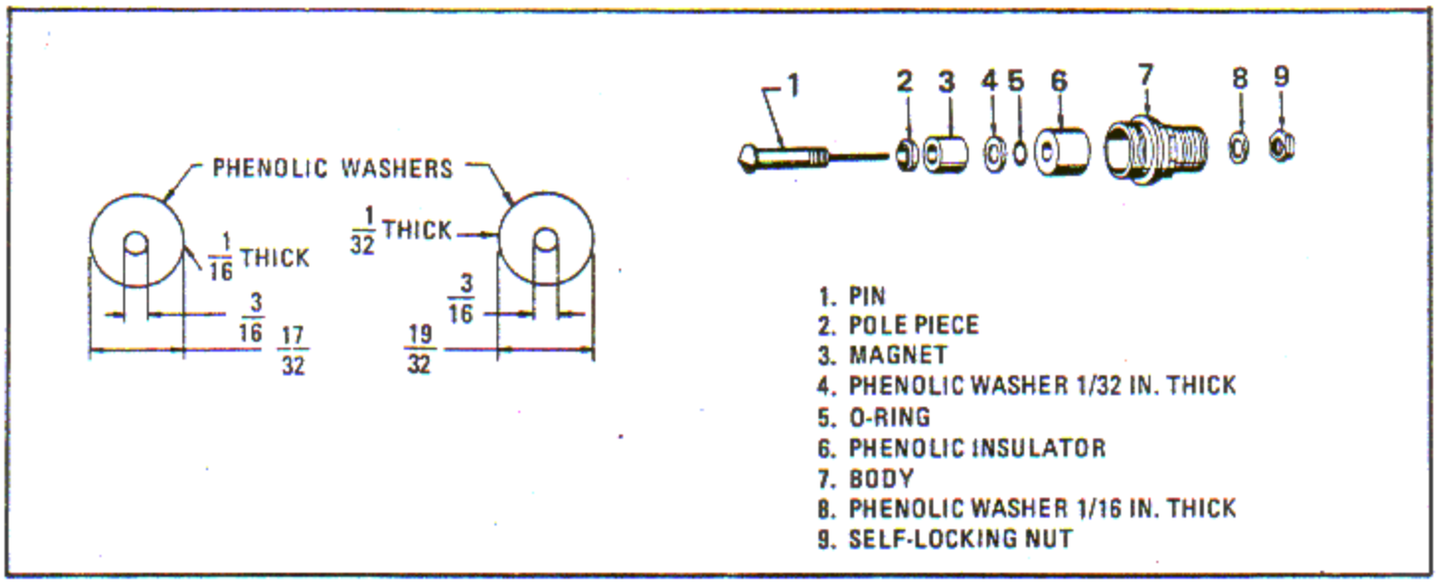

Figure 6-244. Magnetic Chip Detector Plug Reconditioning
Replacement washers may be locally fabricated as shown in figure 6-244.
d. Assemble the plug following the sequence shown in figure 6-244.